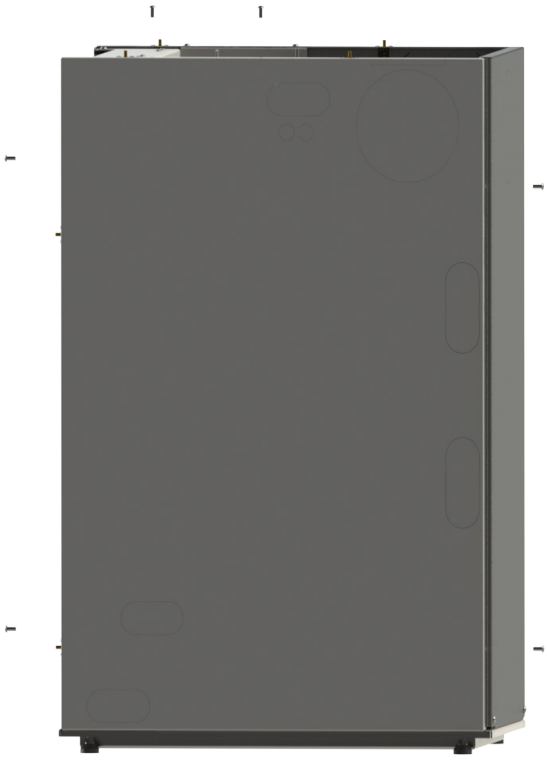

Fig.8
2. Loosen the rear/side panel securing bolts **(see fig 8)**